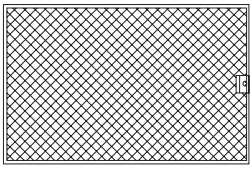

Рис. 3
4. Алюминиевый жироулавливающий фильтр, находящийся под откидной панелью (см. рис. 3).
Дополнительным аксессуаром для вытяжки является угольный фильтр (в комплект не входит, рис. 3а).
Рис. 3а